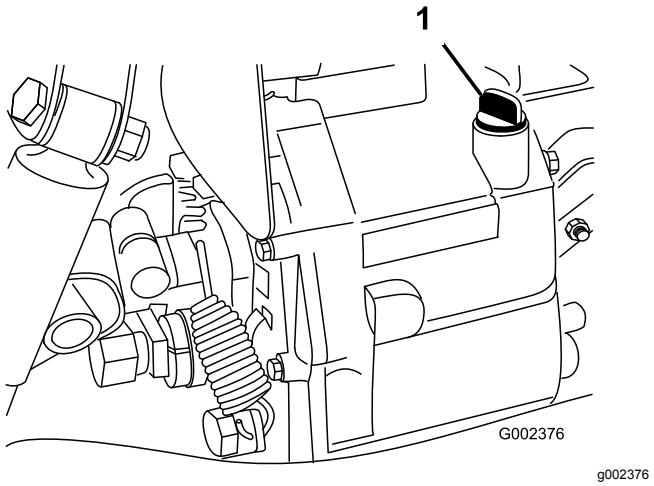

Figuur 20
2. Reinig het gebied rond de peilstok (Figuur 20).